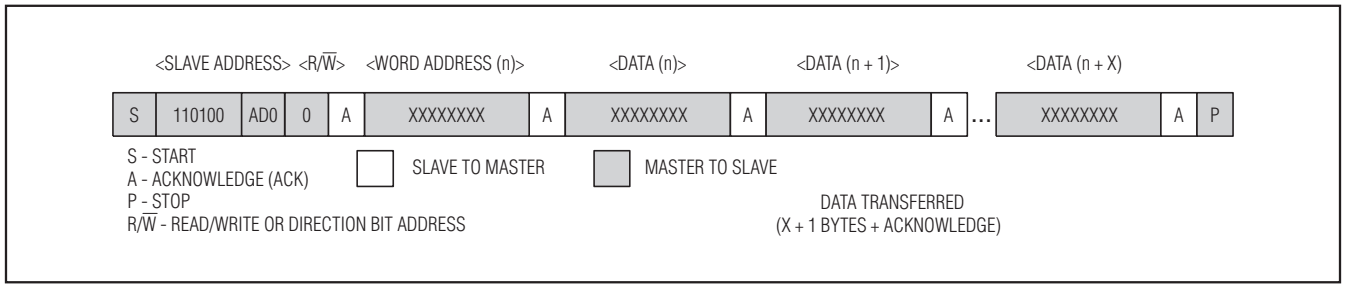

Figure 6. Data Write—Slave Receiver Mode
1) **Slave receiver mode (DS1372 write mode):** Serial data and clock are received through SDA and SCL. After each byte is received an acknowledge bit is transmitted. START and STOP conditions are recognized as the beginning and end of a serial transfer. Address recognition is performed by hardware after reception of the slave address and direction bit (see Figure 6). The slave address byte is the first byte received after the master generates the START condition. The slave address byte contains the 7-bit DS1372 address, which is 110100 and AD0. Each slave address is followed by the direction bit (R/$\overline{W}$), which is zero for a write. The bit position signified by A is compared to the value on the AD0 input pin. After receiving and decoding the slave address byte, the device outputs an acknowledge on the SDA line. After the device acknowledges the slave address and write bit, the master transmits a register address to the device. This sets the register pointer on the device. After setting the register address, the master then transmits each byte of data with the DS1372 acknowledging each byte received. The master generates a STOP condition to terminate the data write.